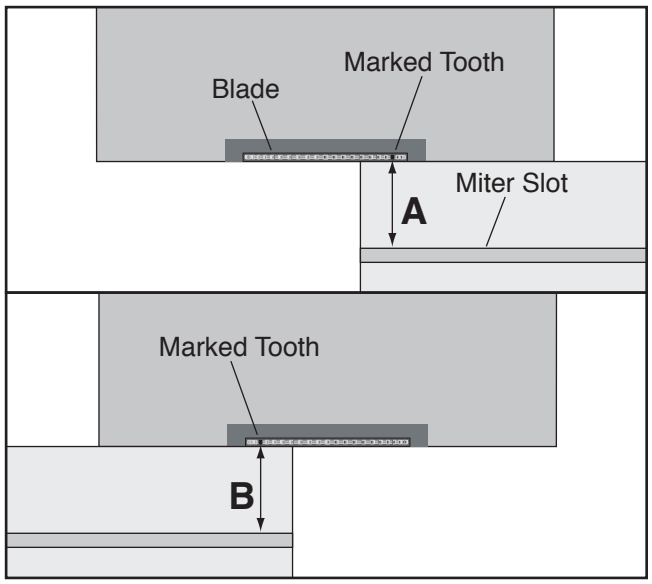

Figure 153. Measuring distance between miter slot and blade at each end of sliding table.
4. Move sliding table all the way forward, and measure distance “A” shown in **Figure 153**, which is between marked blade tooth and edge of sliding table miter slot.
5. Rotate blade 180°, move sliding table all the way back, then measure distance “B” shown in **Figure 153**.